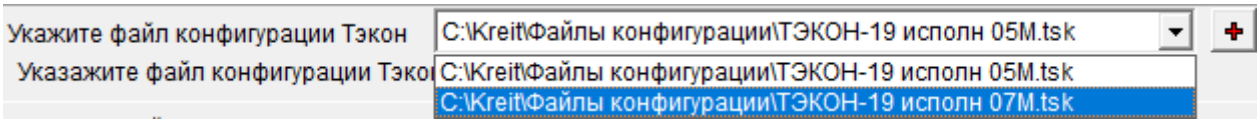

Рисунок 19 – Выбор добавленного ранее файла конфигурации
– выбрать файл, загруженный в программу ранее – отжать кнопку  и выбрать файл конфигурации в выпадающем списке (см. рисунок 19).